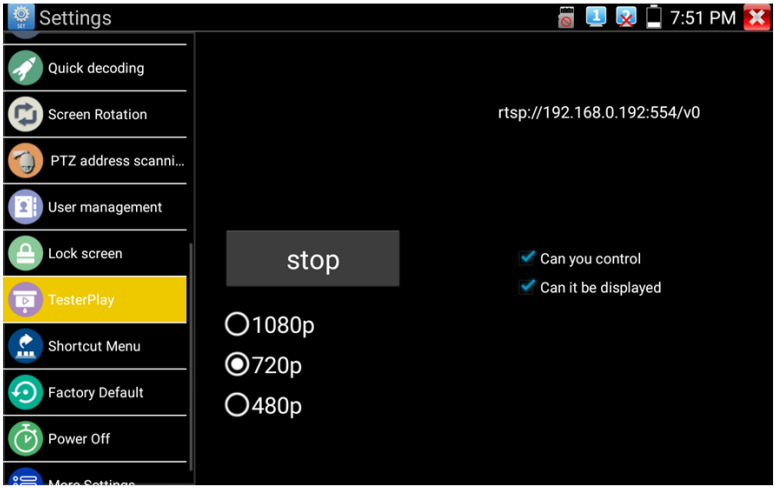

Рис. 36 Приложение TesterPlay
1) Найдите ярлык приложения TesterPlay в настройках тестера (рис. 36);